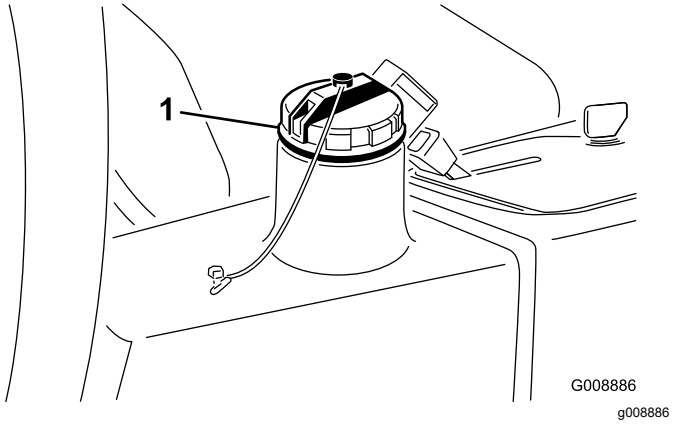

Figuur 74
2. Reinig de omgeving van de vulbuis en de dop van de hydraulische tank (Figuur 74) en verwijder de dop.